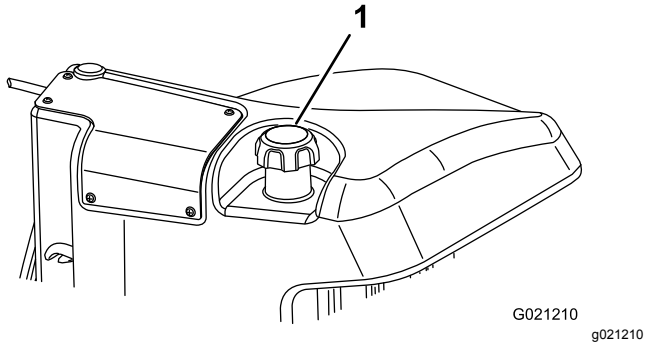

**Figur 31**
3. Ta lokket av drivstofftanken (Figur 31).